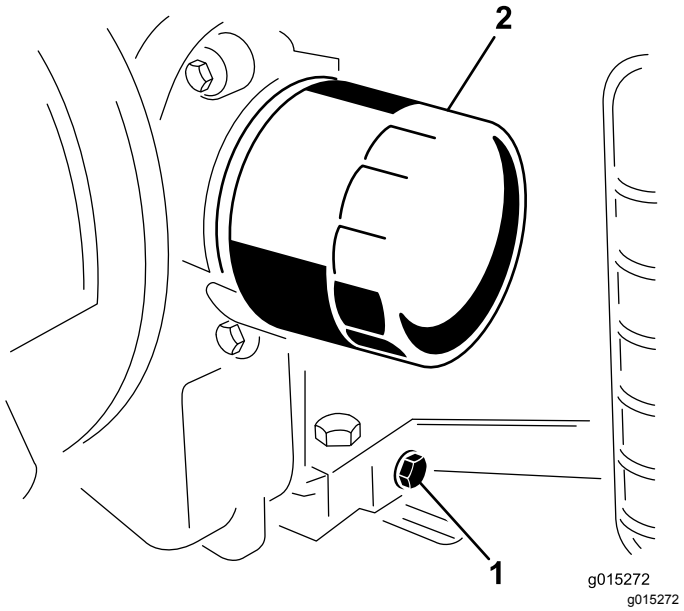

Figuur 15
4. Plaats een opvangbak onder de aftapplug. Verwijder de aftapplug om de olie te laten weglopen (Figuur 15).